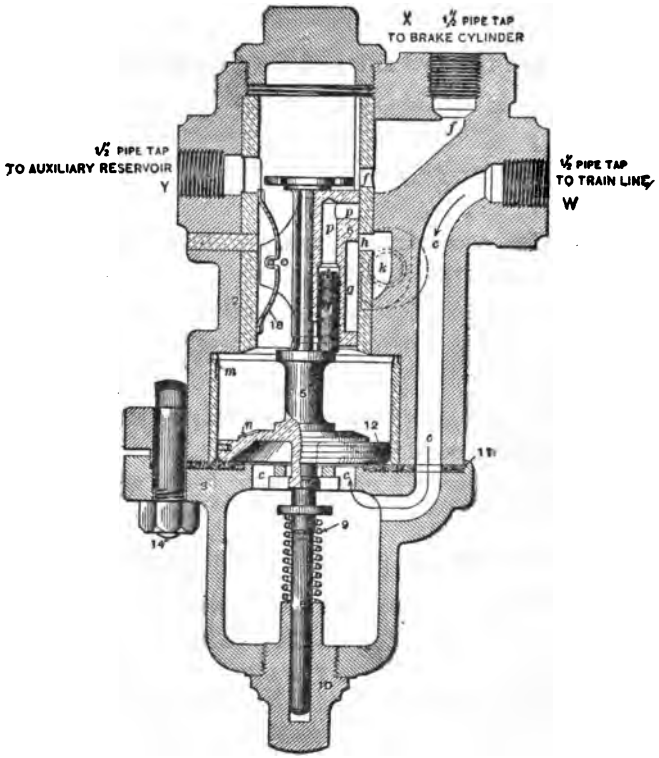

FIG. 4.—PLAIN TRIPLE VALVE, EMERGENCY POSITION.
A. The suddenness of the brake-pipe reduction causes piston 5 (Fig. 4) to move down suddenly, striking the stem 8 a quick, sharp blow which the graduating spring 9 is not stiff enough to withstand. The piston travels down full stroke and bottoms on gasket 11. This is emergency position, and the slide valve has been drawn down so that air coming through *Y* from the auxiliary-reservoir passes by the end of the slide valve directly into the large port *f* leading to the brake cylinder without first going through the small service port *p* in the slide valve, as it did in the service position.